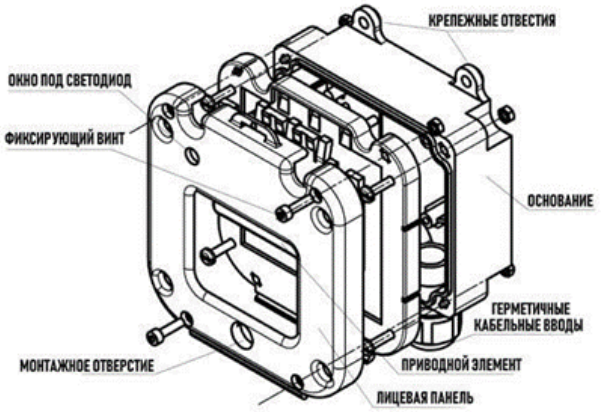
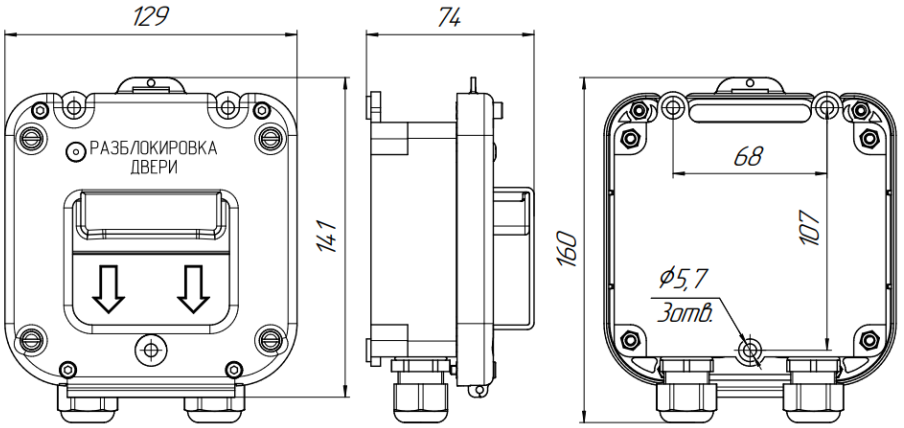

Рис.1. Элементы конструкции устройства
Рис.2. Габаритные размеры устройства
Элементы конструкции устройства показаны на рис.1. Габаритные размеры извещателя показаны на рис.2.
3.3 Подключите провода шлейфа через герметичные кабельные вводы к клеммам на плате устройства согласно схеме приведенной на Рис.2